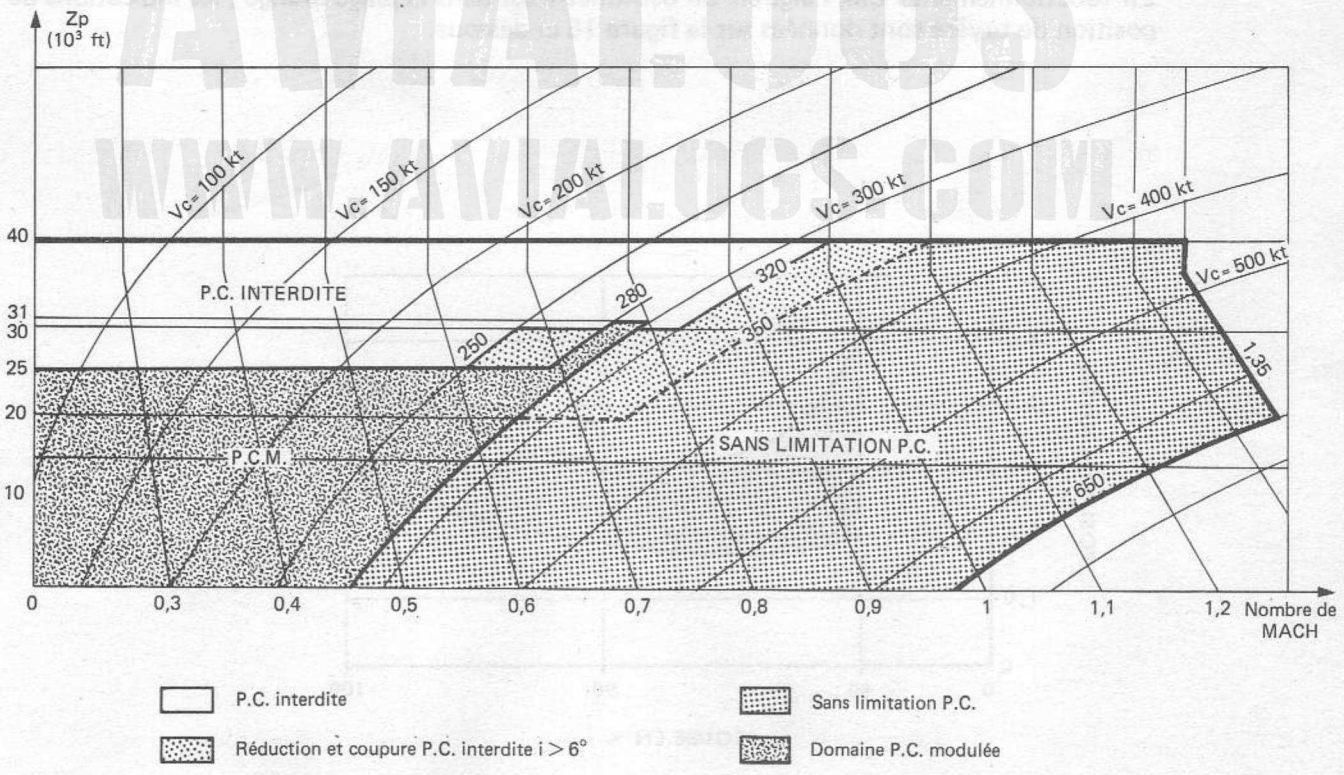

FIGURE 14 - LIMITES D'ALLUMAGE ET DE COMBUSTION P.C.
4.3.4 - Utilisation de la post-combustion (Fig. 14)